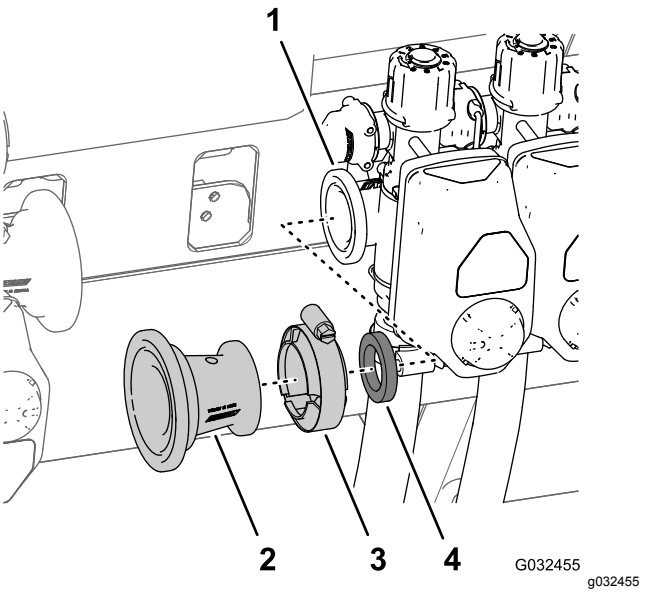

Figur 46
4. Ta bort flänsklämman (76 mm) som fäster reduceradaptern och packningen (2 1/4 tum) vid flänsen på vänster sprutrampssektionsventil och ta bort adaptern, klämman och packningen från maskinen (Figur 46).